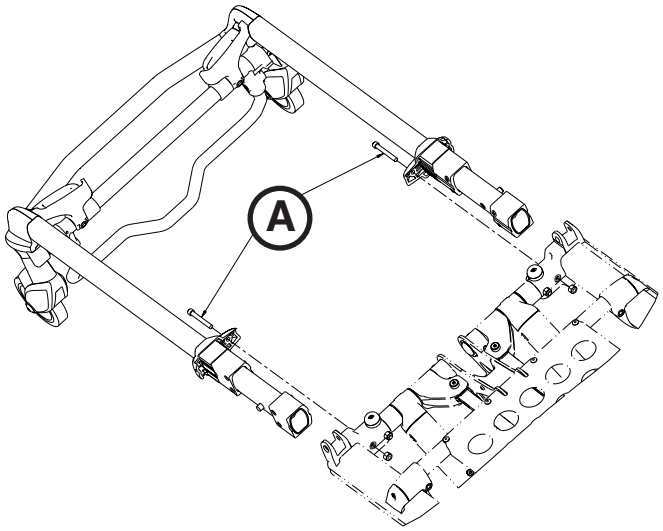

Afbeelding 73
2. Verwijder met een 7/16 inch combinatiesleutel en een 3/16 inch inbussleutel de twee bouten (A) waarmee de houders zijn bevestigd aan de steunen op het bed (een aan elke kant) (Afbeelding 73).